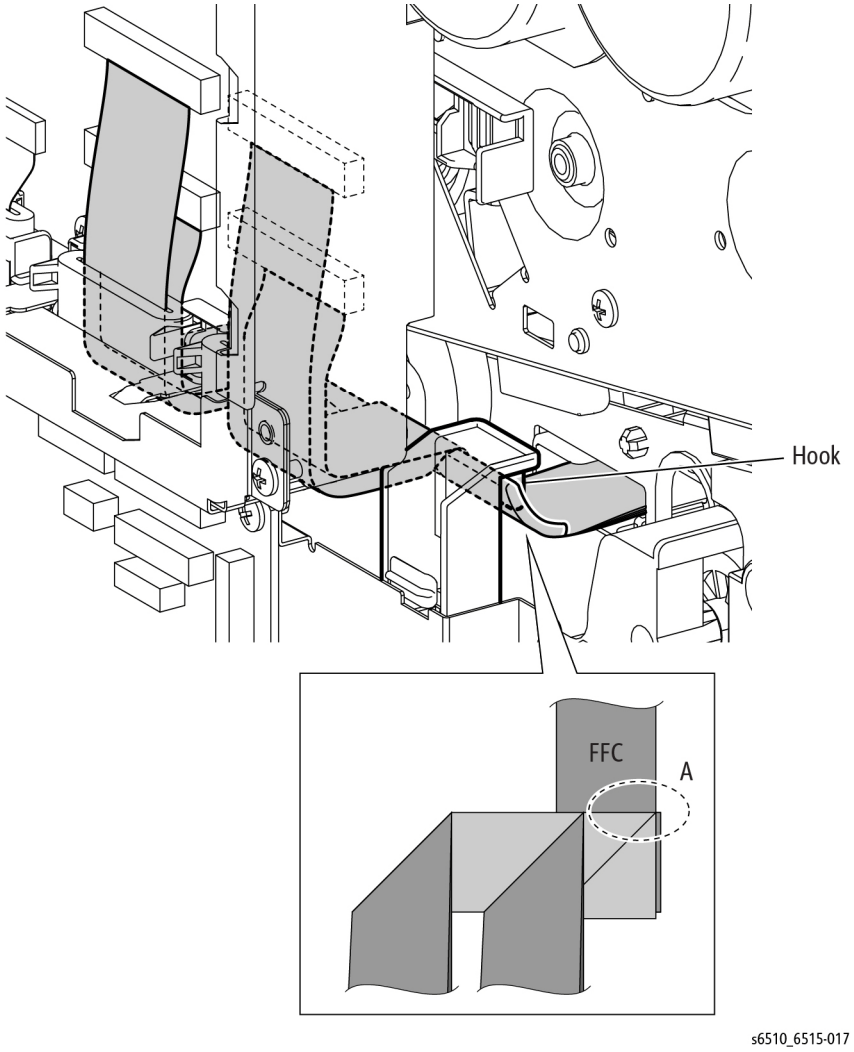

Figure 8 Position FFC to Avoid Damage
- When installing the FFC, check that the portion A of the FFC is arranged at the hook shown in Figure 8. If not, the FFC may be damaged by coming in contact with neighboring parts.